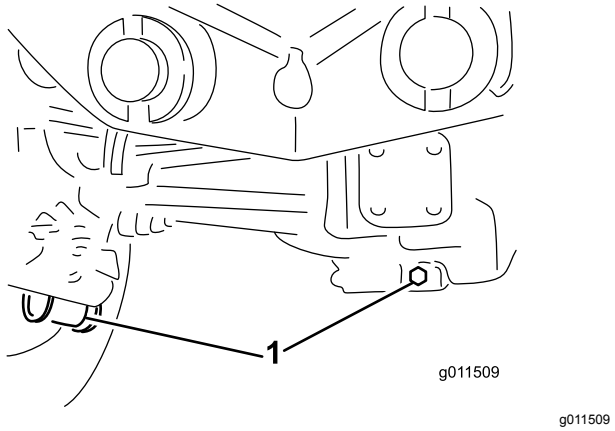

Figur 71
2. Rengør området rundt om de 3 aftapningsproppper, 1 i hver ende og 1 i midten (Figur 71).